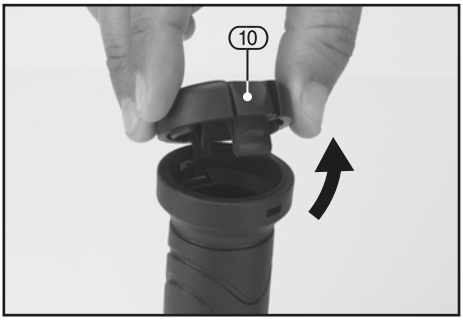

FIG.3
– To access storage, lift up the cap (10) located on the end of the handle (fig.3).